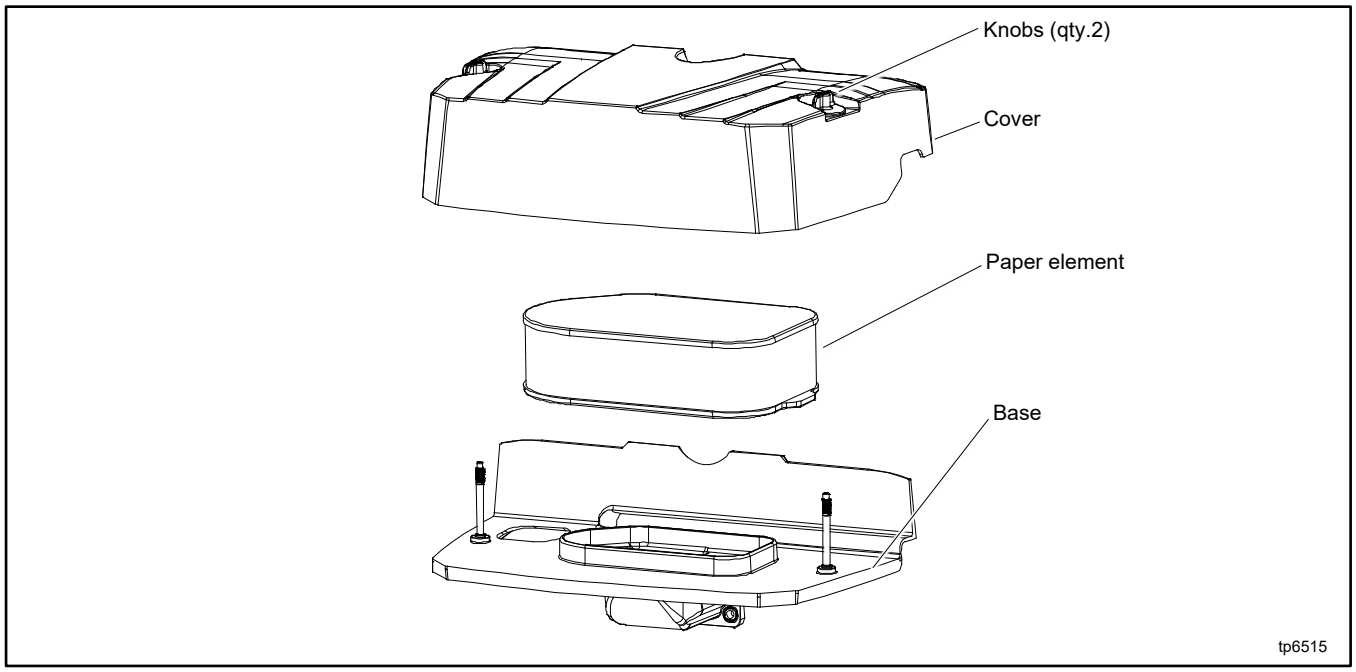

Figure 7 Air Cleaner Components
The engine is equipped with a replaceable, high density paper air cleaner element. See Figure 7.
Replace the paper element at the intervals indicated in the service schedule. See the Service Schedule, 20/26RCA(L) Models section for the service schedule. See Figure 7 for the air cleaner components.